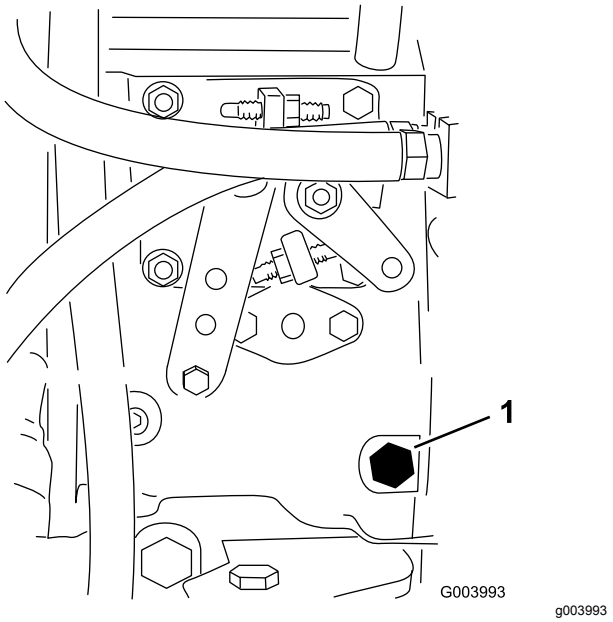

Figur 34
3. Åpne lufteskruen på pumpen for drivstoffinnsprøyting (Figur 34) med en 12 mm-skrunøkkel.